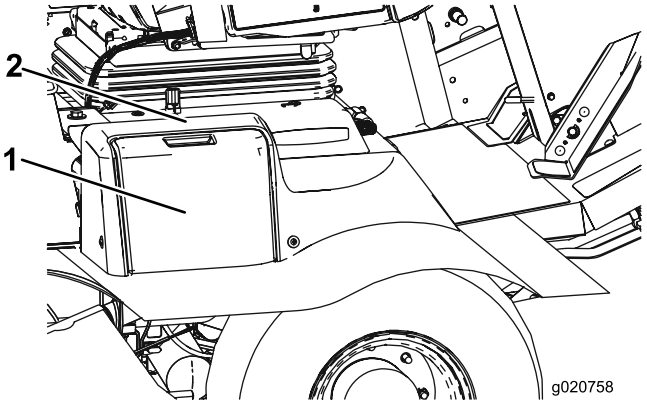

Figuur 51
1. Open het accudeksel aan de zijkant van het scherm (Figuur 51).
Opmerking: Druk op het vlakke deel boven het accudeksel om het deksel gemakkelijker te kunnen wegnemen (Figuur 51).